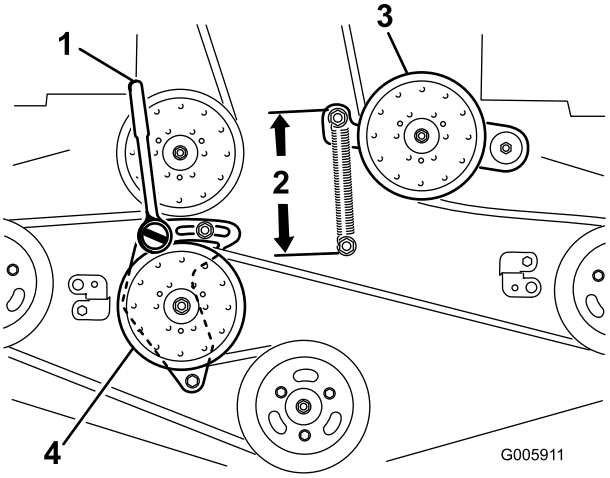

Figuur 64
6. Draai de arm van de vaste spanpoelie los en beweeg deze om de spanning eraf te halen (Figuur 64).
9. Plaats een dopsleutel met een kort verlengstuk of een onderbrekerstang in de vierkante opening in de arm van de vaste spanpoelie (Figuur 64).
11. Om de riemspanning te vergroten, draait u de dopsleutel of onderbrekerstang linksom zodat de arm van de vaste spanpoelie beweegt totdat de afstand tussen de haken van de veer 16,5 cm bedraagt (Figuur 64).